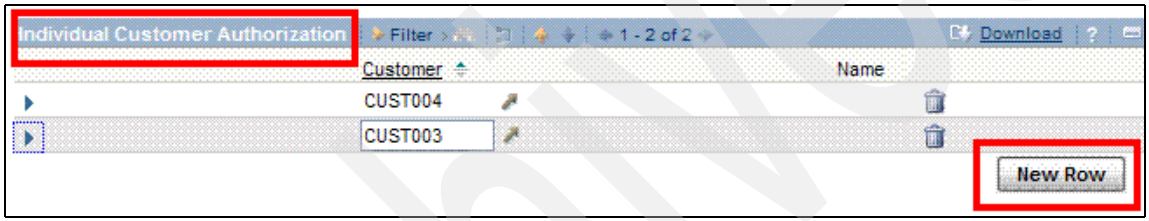

Figure 10-20 Adding customers to the security group's Individual Customer Authorization table
1. The security group selected is Security Group03. Users USER03 and USER04 have unrestricted access to all other options in all tabs within the Security Group application. The **Authorize Group for Customers listed below** option is selected in the Customers tab, and RedBooksCus06 and RedBooksCus07 are listed in the Individual Customer Authorization table. See Figure 10-20.